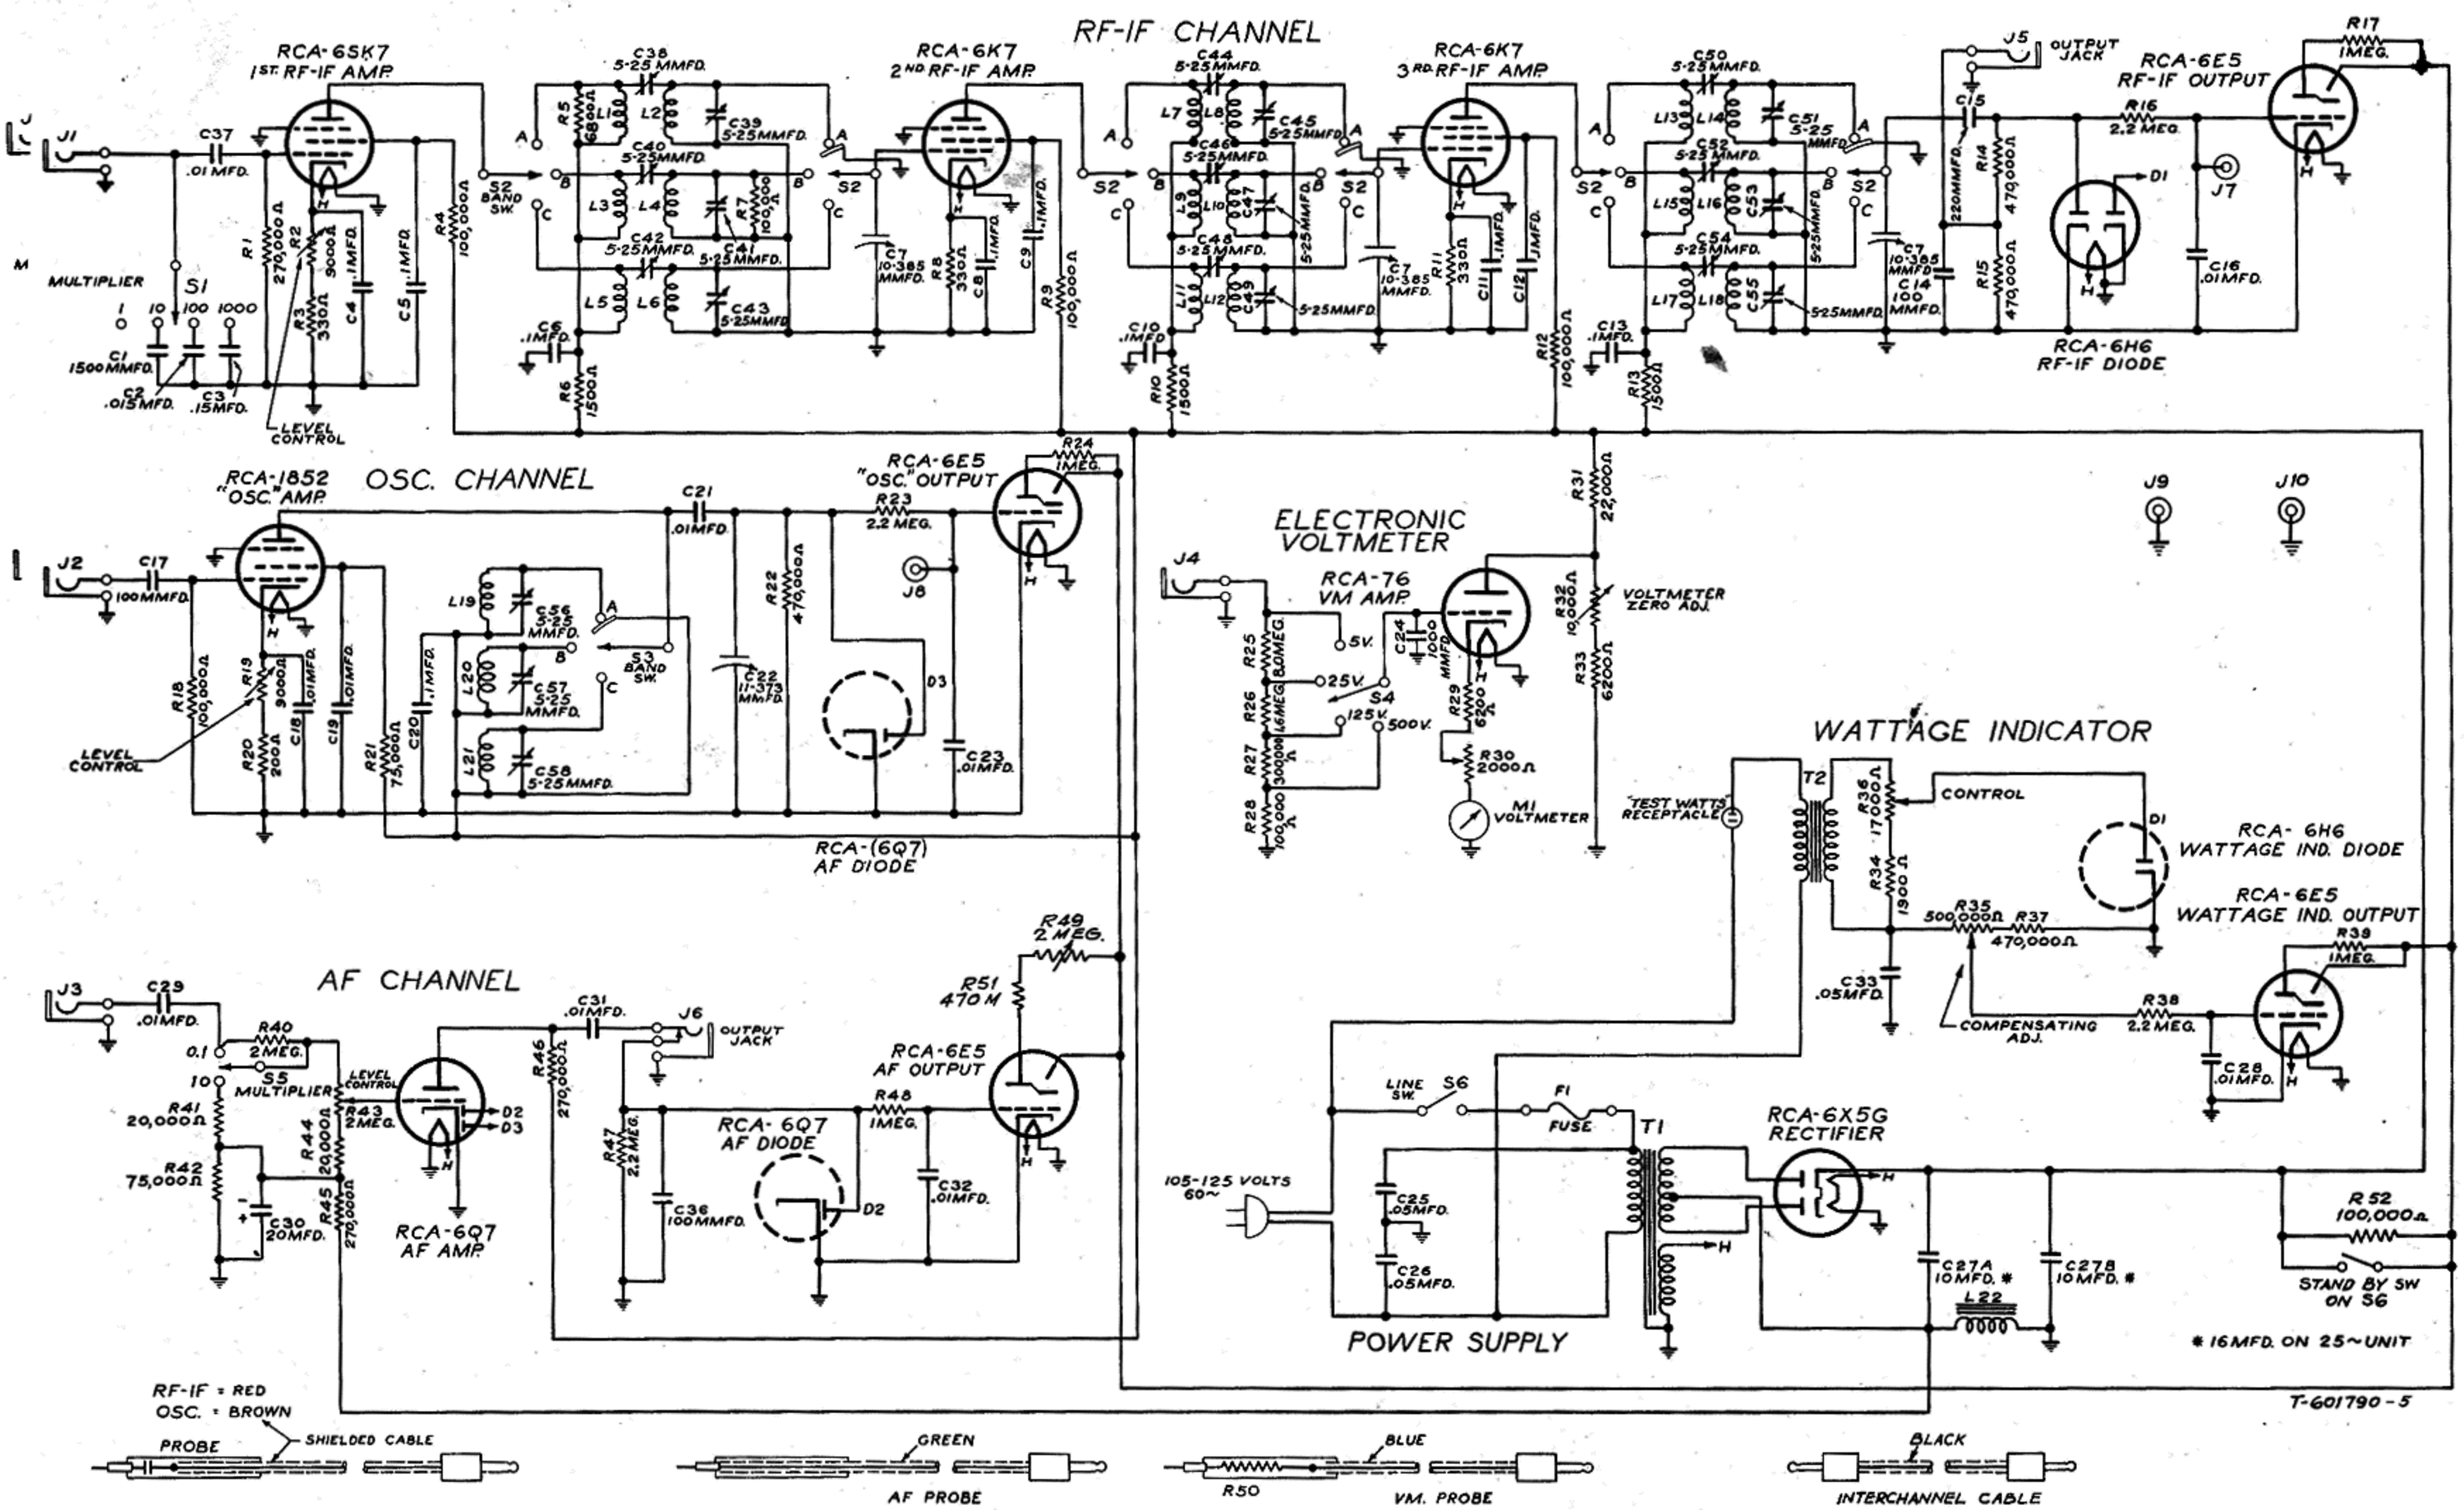
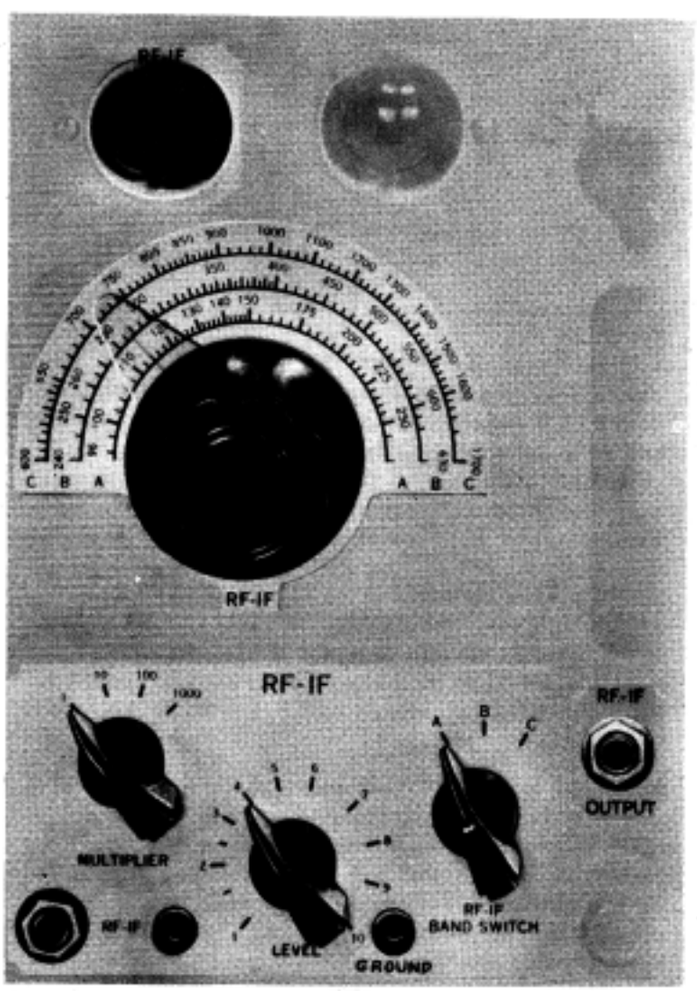

Figure 1—Schematic Circuit Diagram—Type No. 162-C, Code 643
Figure 2
The RF-IF Channel shown in schematic form in Figure 1 is a three-stage tuned radio frequency amplifier, terminating in a diode detector and an electron-ray indicator tube (Magic Eye). This entire assembly constitutes a three-band receiver operative over a frequency range from 96 kc to 1700 kc, thus embracing the complete intermediate frequency range found in commercial broadcast receivers and the conventional broadcast band. Some of the frequencies within the i-f band are also identified as the "weather" band in broadcast receivers. The three frequency bands covered by this channel are:
These three bands are identified upon the frequency scales engraved upon the panel and the "RF-IF BAND SWITCH" also bears identifying letters. The various controls associated with the RF-IF Channel are shown in Figure 2.
The jack identified as J1 in the schematic is the "RF-IF" input jack shown in the lower left hand corner of the rf-if assembly of controls in Figure 2. This is the jack that accommodates the telephone plug end of the rf-if pick-up cable. This cable (red) contains a very small capacity of approximately 1.0 micromicrofarad at the tip end, within the probe handle.
The RF-IF Channel also contains an output jack J5 in Figure 1, which is connected across a portion of the diode rectifier load. This jack is located below and to the left of the meter, as shown in Figure 2, marked "RF-IF OUTPUT."
The tip jack shown in Figure 2, adjacent to the "RF-IF" input jack, connects to the "RF-IF" Magic Eye control grid and is installed on all RCA-Rider Chanalysts.
THE RCA MAGIC EYE—If you examine the schematic in Figure 1, you will note that the RF-IF assembly of parts comprises what is a complete t-r-f receiver, with the RCA-6E5 electron-ray tube (Magic Eye) as the final output indicator. Indications upon the Magic Eye appear as changes in the shadow angle. Without any signal input into the RF-IF Channel, the RCA-6E5 Magic Eye is wide open, that is, maximum shadow angle exists. When a signal voltage is present across the input terminals and the channel is resonated to the signal frequency, the indicator tube shadow angle decreases and approaches zero, that is, the Magic Eye closes. Thus, the variations in shadow angle upon the indicator tube can be interpreted in variations of signal voltage at the input of the channel.
1. *As a conventional comparison broadcast receiver* (without audio amplifier), substantially free from distortion and which operates over a range from 96 kc to 1700 kc. (To listen to the signal a pair of high impedance headphones are plugged into the output jack, J5 in Figure 1, or if desired, a separate audio amplifier may be connected to this jack so as to amplify the signal still further. The manner in which the Audio Frequency Channel available in the Chanalyst can be used as this supplementary amplifier is described elsewhere.) When used as a conventional broadcast receiver, any wire used as the antenna is connected to the input circuit via any telephone cable which is inserted into the "RF-IF" input jack.